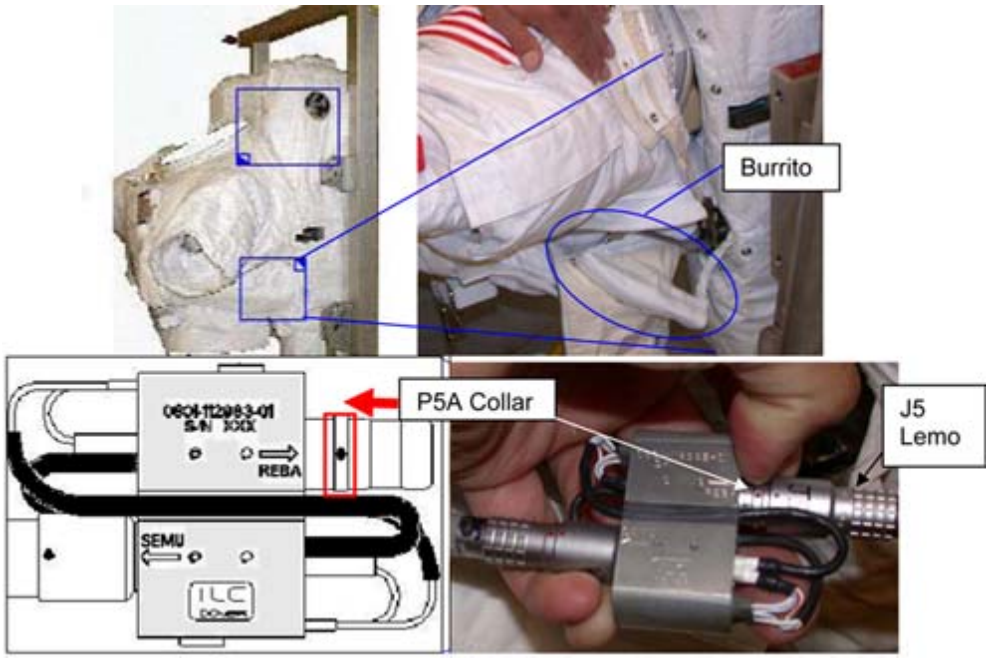

Figure 6. – J5 LEMO Location.
20. Unzip and unsnap left TMG Tunnel, reference Figure 6 below.